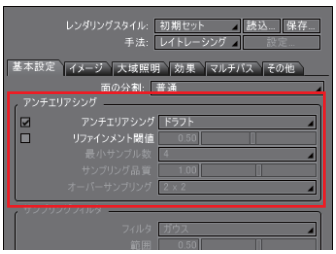
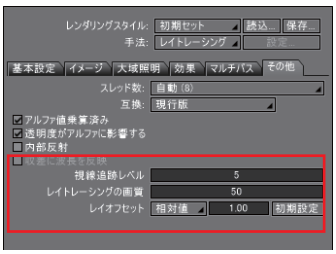

図1
図2
- レンダリング設定のアンチエリアシング（図1）、視線の追跡レベル、レイトレーシングの画質を不必要に高くしないようにします（図2）。